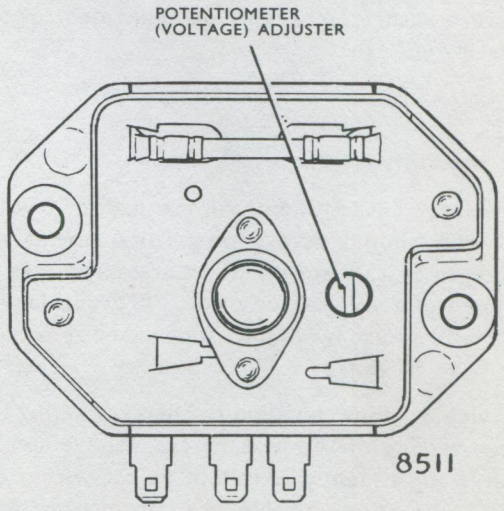

Fig. 51. *Rear view of 4TR Control Box showing potentiometer (voltage) adjuster*
2. Invert the unit and chip away the sealing compound which conceals the potentiometer adjuster (Fig. 51).